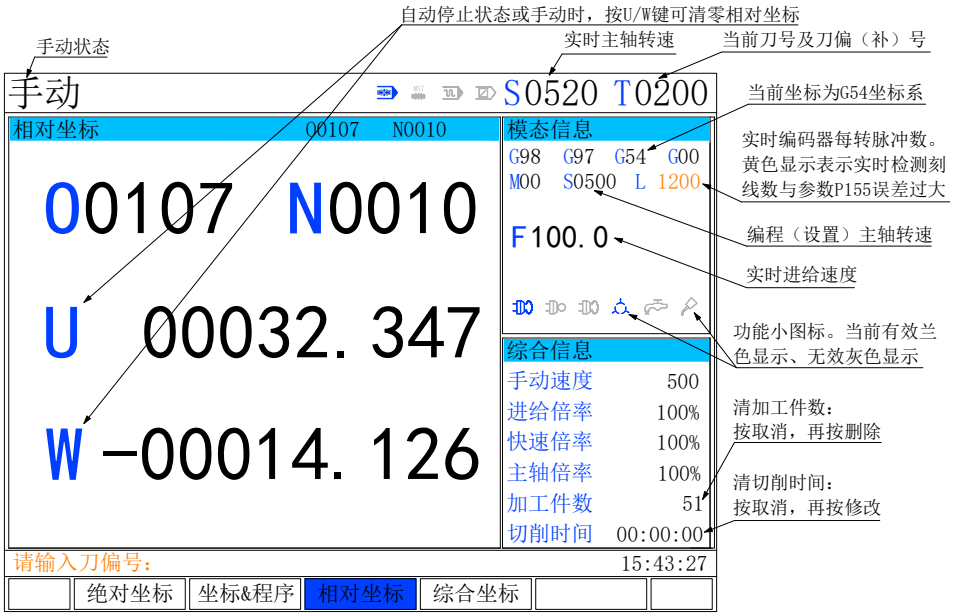

图7.2-7
8、回到 手动相对坐标 显示界面，按 T 键显示如下图 7.2-7。